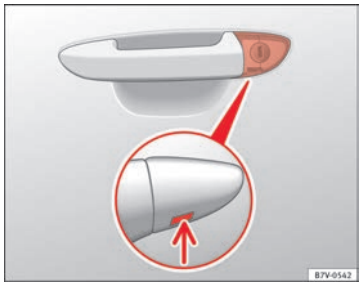

Fig. 54 Manípulo da porta do condutor: Canhão da fechadura oculto.
- Introduzir o palhetão na abertura da tampa do manípulo da porta do condutor desde baixo ⇒ Fig. 54 (seta) e levante a tampa de baixo para cima.